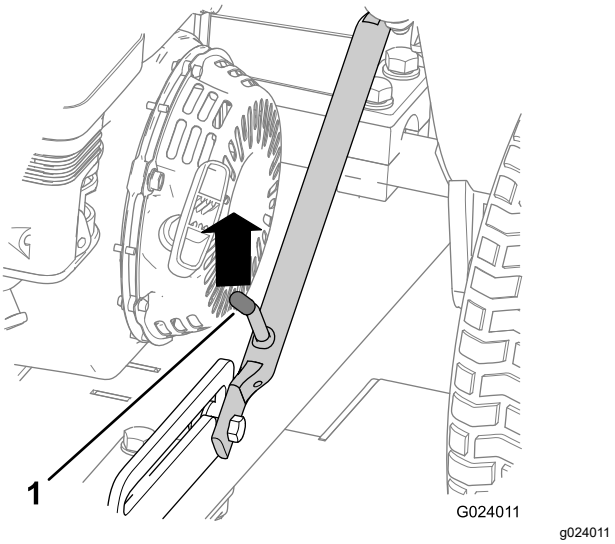

**Figur 7**
4. Tryck dragkroksenheten uppåt tills låsspaken har låsts upp från reglagets spärrläge (Figur 7).